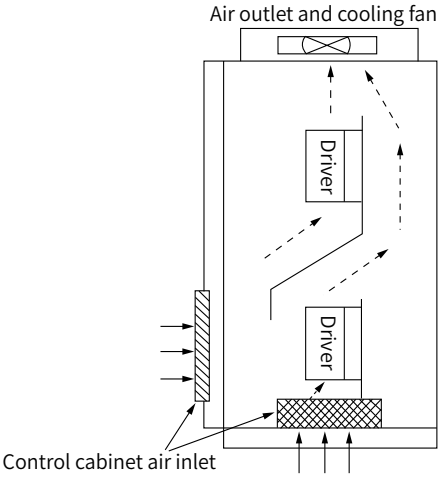

Figure 1-4 Installation of Multiple Controllers
- When installing multiple drivers in the control cabinet, it should be installed side-by-side, with air inlet, outlet and dedicated cooling fan; if installed up and down, baffle plates should be installed between the drivers to ensure good heat dissipation; as shown in Figure 1-4.